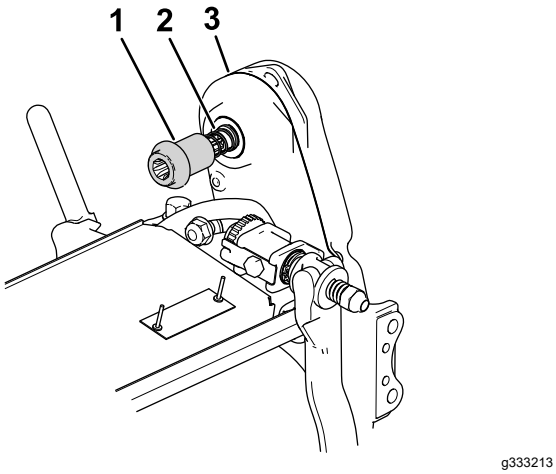

Figur 7
4. Sæt koblingen og fjederen på klippeenhedens knivcylindersamling (Figur 7).
5. Sørg for, at koblingen (Figur 7) nemt kan bevæge sig frem og tilbage på transmissionens drivaksel.